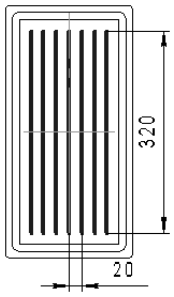

Рис. 1.53
7. Укажите верхнюю плоскость основания поддона. Она будет выделена зеленым цветом. Создайте эскиз в виде семи вертикальных отрезков с показанными расположением и размерами. Завершите эскиз (рис. 1.53).